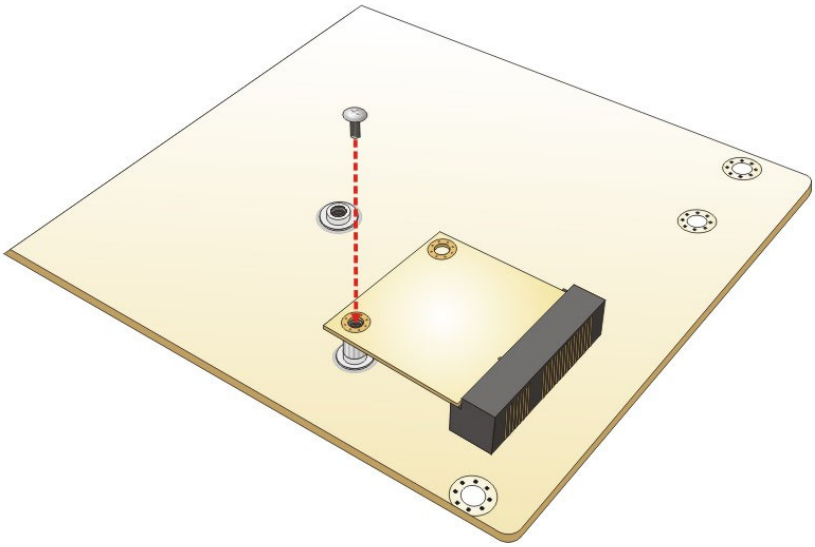

Figure 4-13: Securing the Half-size PCIe Mini Card
Step 6: **Secure the half-size PCIe Mini card**. Secure the half-size PCIe Mini card with the retention screw previously removed (**Figure 4-13**).